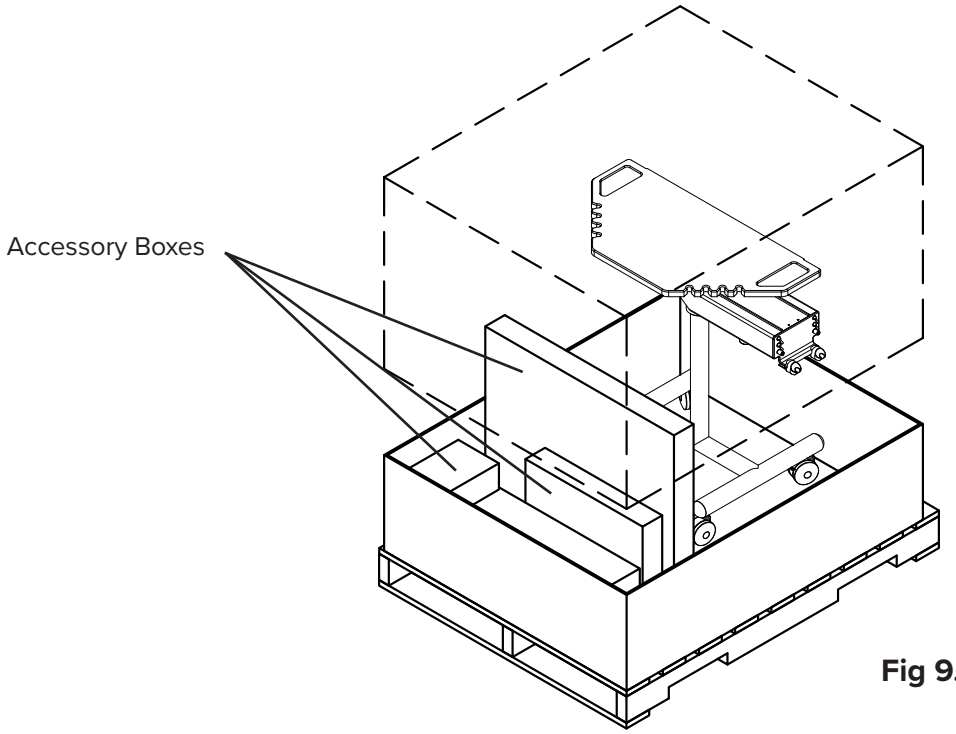

Fig 9.2
2. Use safe lifting procedures to free the product from the container, and remove all packing material and accessory boxes from shipping container (Fig 9.2).